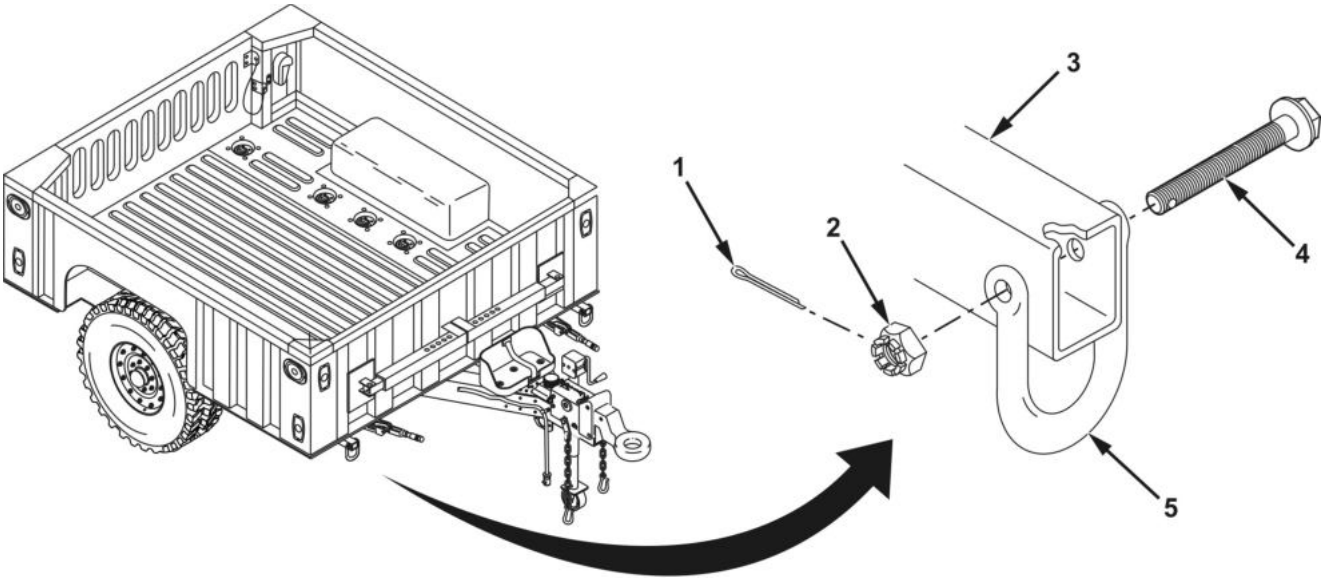

Figure 1. Shackle Removal and Installation.
1. Install shackle (Figure 1, Item 5) on frame (Figure 1, Item 3).
2. Install capscrew (Figure 1, Item 4) and slotted nut (Figure 1, Item 2). Tighten slotted nut until slight binding occurs during shackle (Figure 1, Item 5) movement.
3. Install new cotter pin (Figure 1, Item 1).